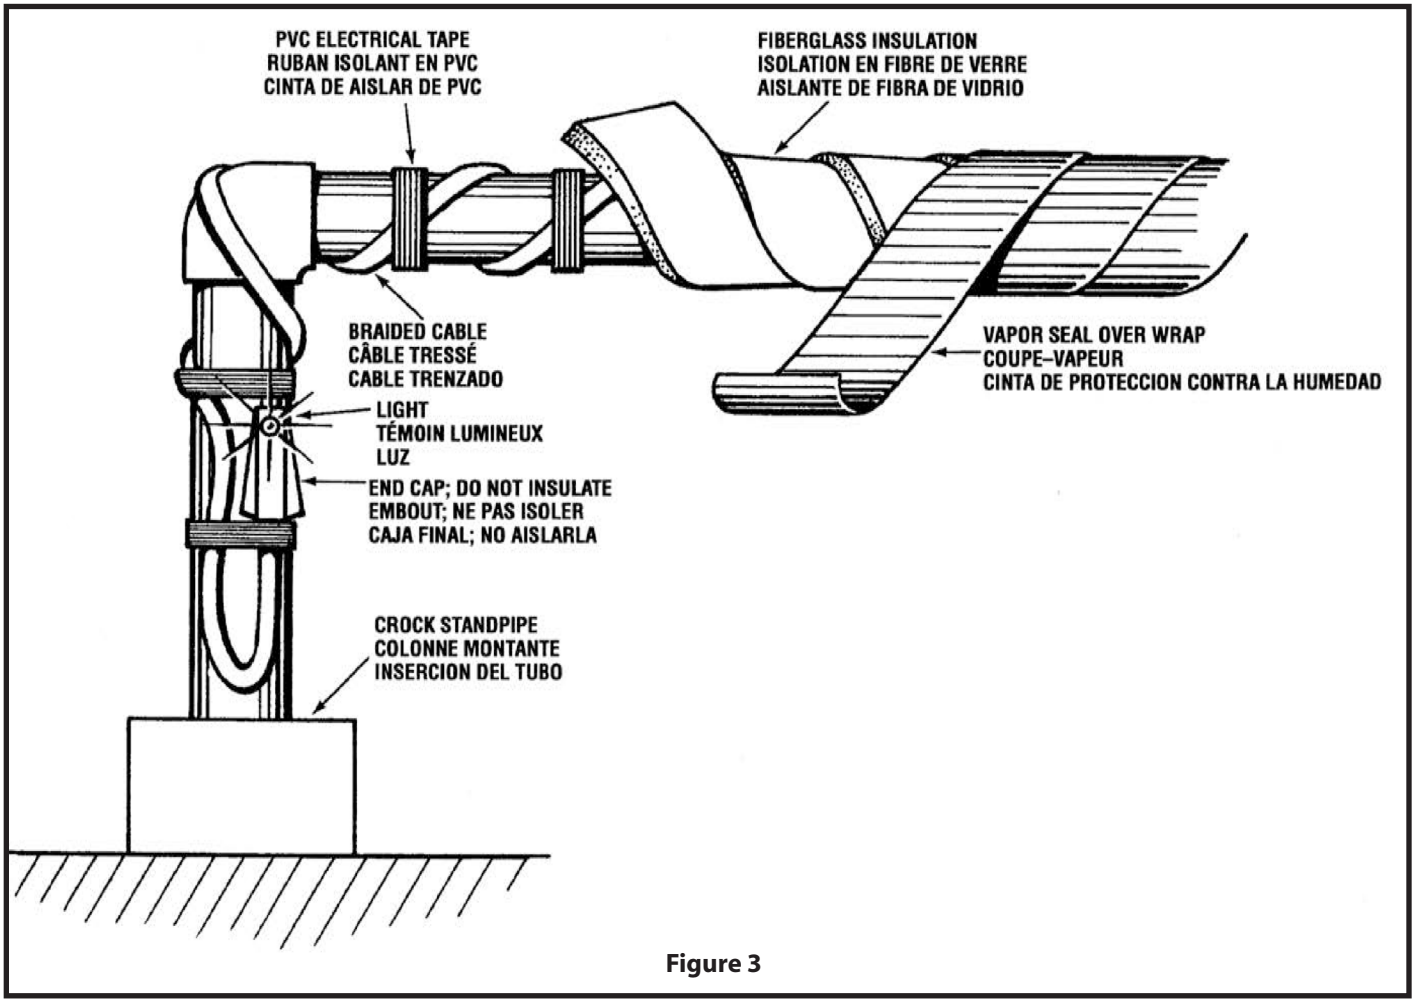

Figure 3
5. Loosely wrap fiberglass pipe insulation around the pipe and cable overlapping and/or doubling back until the insulation is 1.25- to 1.5-inches thick. Do not over-insulate by using more than a 1.5-inch thickness as this may create a hazardous condition resulting in overheating and/or fire. Do not pull the insulation tight as this reduces its thickness and its effectiveness. Properly insulated, the cable will protect a pipe from freezing with air temperatures as low as -50°F. *See Figure 3.*
- N'essayez pas de modifier le câble pour l'allonger, le raccorder ou le raccourcir. De telles modifications peuvent créer une situation dangereuse et annuleront la garantie et pourraient créer une situation dangereuse entraînant une surchauffe et / ou un incendie. *Voir la figure 3.*
5. Enroulez l'isolant d'un tuyau en fibre de verre autour du tuyau et du câble, jusqu'à ce que l'isolant atteigne une épaisseur de 1,25 à 1,5 pouces. Ne sur-isolez pas en utilisant une épaisseur supérieure à 1,5 pouce, car cela pourrait créer une situation dangereuse entraînant une surchauffe et / ou un incendie. Ne tirez pas sur l'isolant car cela réduirait son épaisseur et son efficacité. Correctement isolé, le câble empêchera un tuyau de geler avec des températures de l'air pouvant atteindre -50 ° F. *Voir la figure 3.*